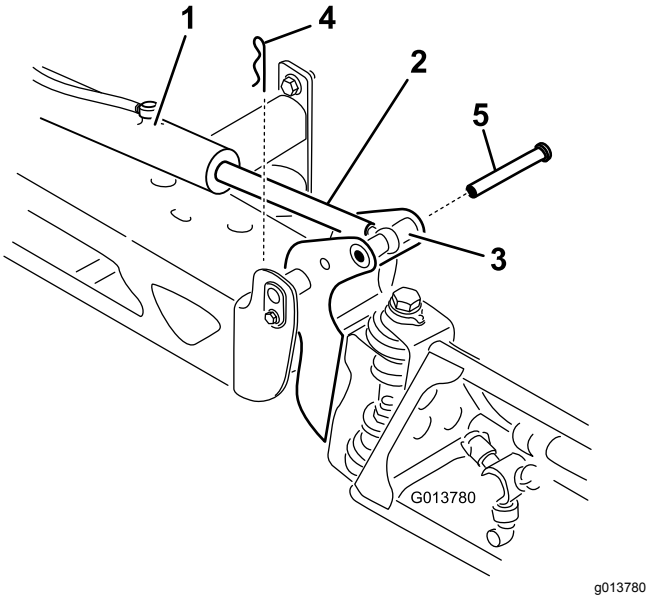

**Рисунок 65**
2. Извлеките шплинт из оси поворота (Рисунок 65).
3. Поднимите стрелу, извлеките штифт (Рисунок 65) и медленно опустите стрелу на землю.
7. Удерживая стрелу, проденьте штифт сквозь ось поворота стрелы и шток привода (Рисунок 65).